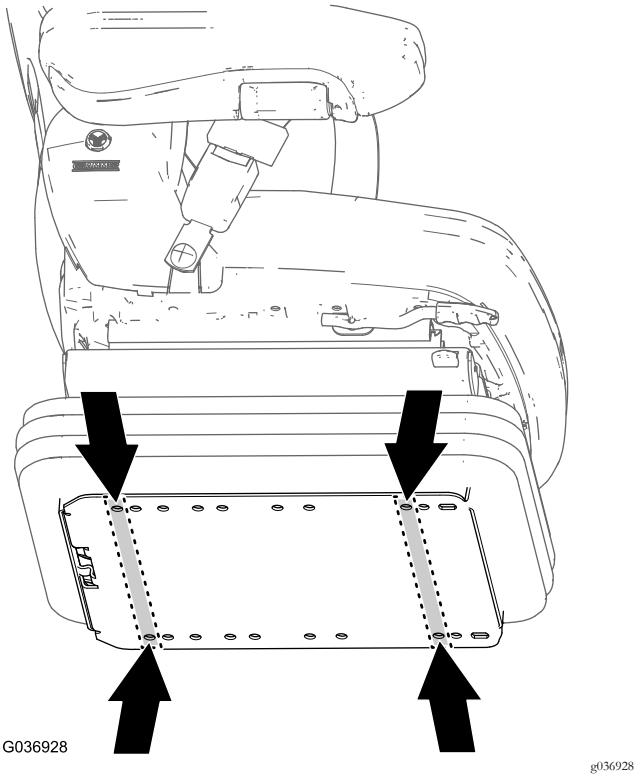

Figur 16
1. Find sædemonteringshullerne til din maskine på det nye sædes bundplade (Figur 16).